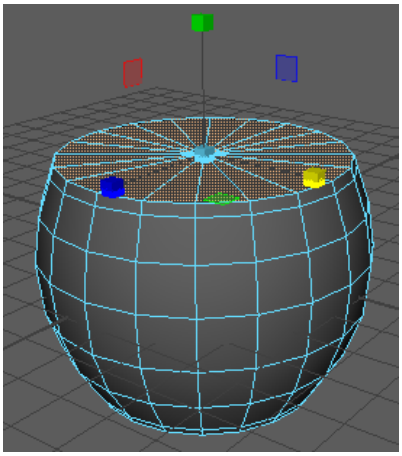

Figure 2-61 *Top faces of the cylinder selected*
9. Maximize the persp viewport. Make sure *mug* is selected and then press and hold the right mouse button; a marking menu is displayed. Choose **Face** from the marking menu; the face selection mode is activated. Now, select the top faces of *mug* using the SHIFT key, refer to Figure 2-61. Next, choose **Edit Mesh > Components > Extrude** from the menubar.